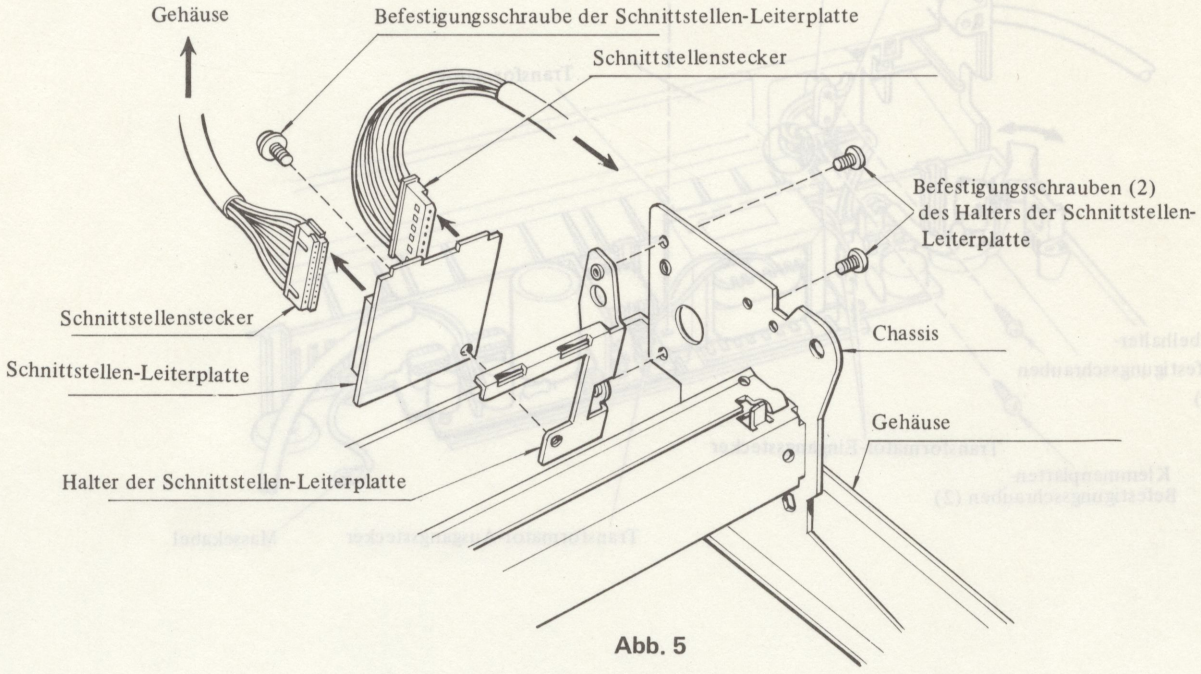

Abb. 5
4. Ausbau der Schnittstellen-Leiterplatte (Abb. 5) (Option für Modell CE-50)
b. Die Befestigungsschrauben der Schniittstellen-Leiterplattestecker lösen (Abb. 5).